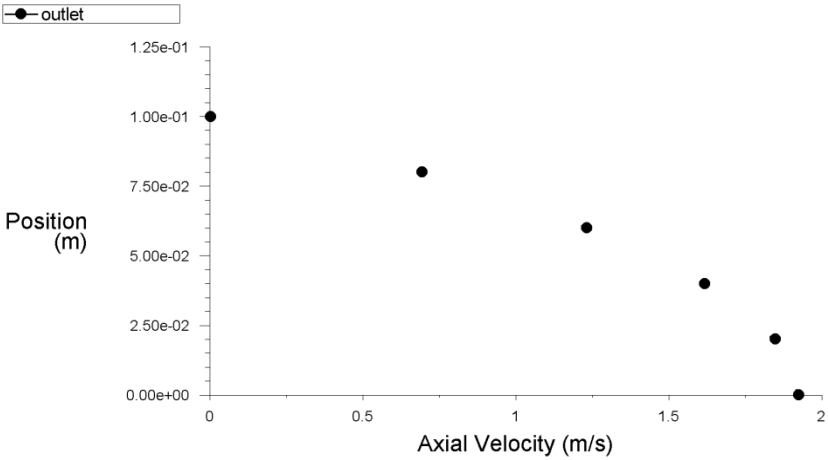

Рис. 68.
4) Нажимаем кнопку Plot, в графическом окне будет изображен профиль осевой скорости. По оси абсцисс будет отложена продольная скорость, а по оси ординат – радиальная координата, рис. 68.